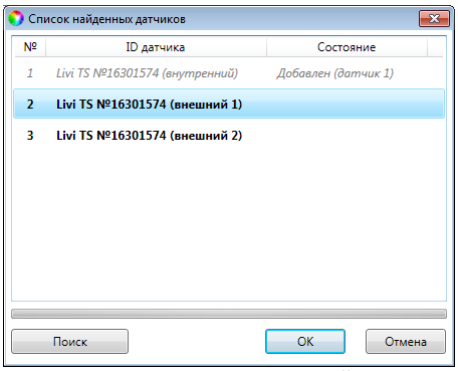

Рисунок 7.5 – Окно *Список найденных датчиков*
2) В открывшемся окне *Список найденных датчиков* (см. рисунок 7.5) выделите строку термодатчика, щелкнув по ней левой кнопкой мыши, и нажмите кнопку *OK*.